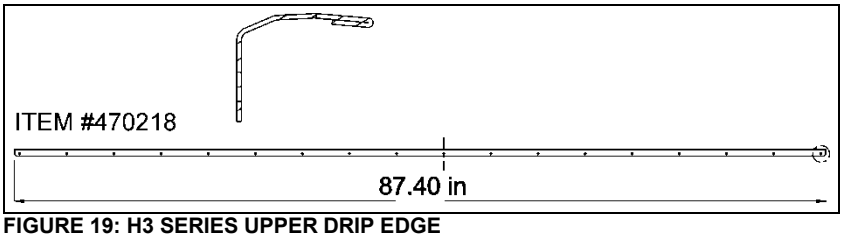

FIGURE 19: H3 SERIES UPPER DRIP EDGE
1. Identify drip edge #470218 and #470219 (**FIGURE 19** & **FIGURE 20**).